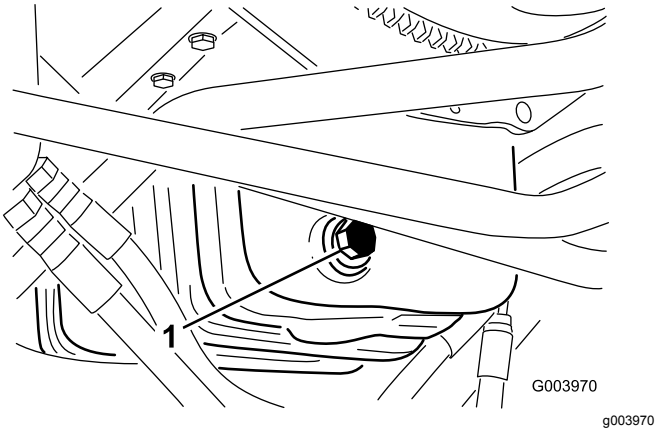

Figur 54
1. Ta bort avtappningspluggen (Figur 54) och låt oljan rinna ned i ett avtappningskärl.